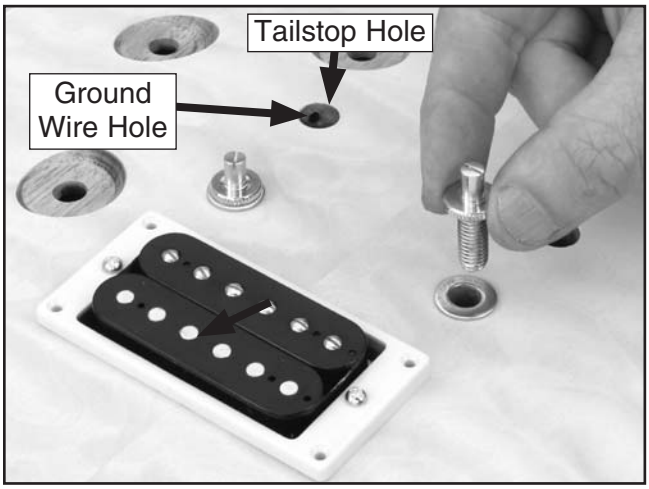

Figure 24. Bridge adjustment screw.
3. Thread the bridge adjustment screws into the inserts, as shown in **Figure 24,** and place the bridge over the inserts.
4. Feed the grounding wire from the electronics cavity into the tailstop hole through the pre-drilled ground wire hole (**Figure 24**). Hook the end of the wire down so it catches the edge of the hole.